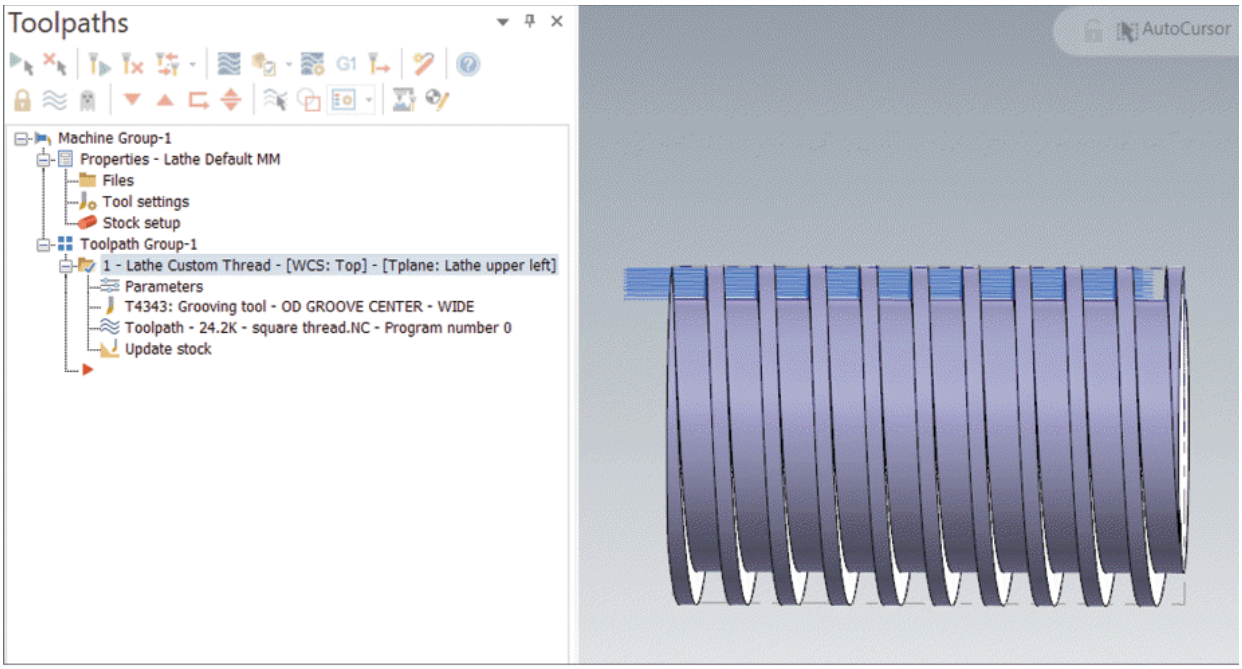

Figure-101. Custom thread toolpath
- Click on the **OK** button from the **Manager** to create the toolpath; refer to Figure-101.